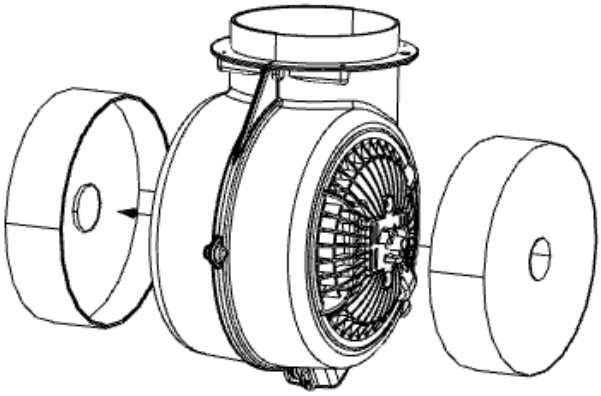

Рис. 12
3. Снимите угольный фильтр, который находится внутри вытяжки на корпусе двигателя, с обеих сторон (рис. 12), вращая его против часовой стрелки.